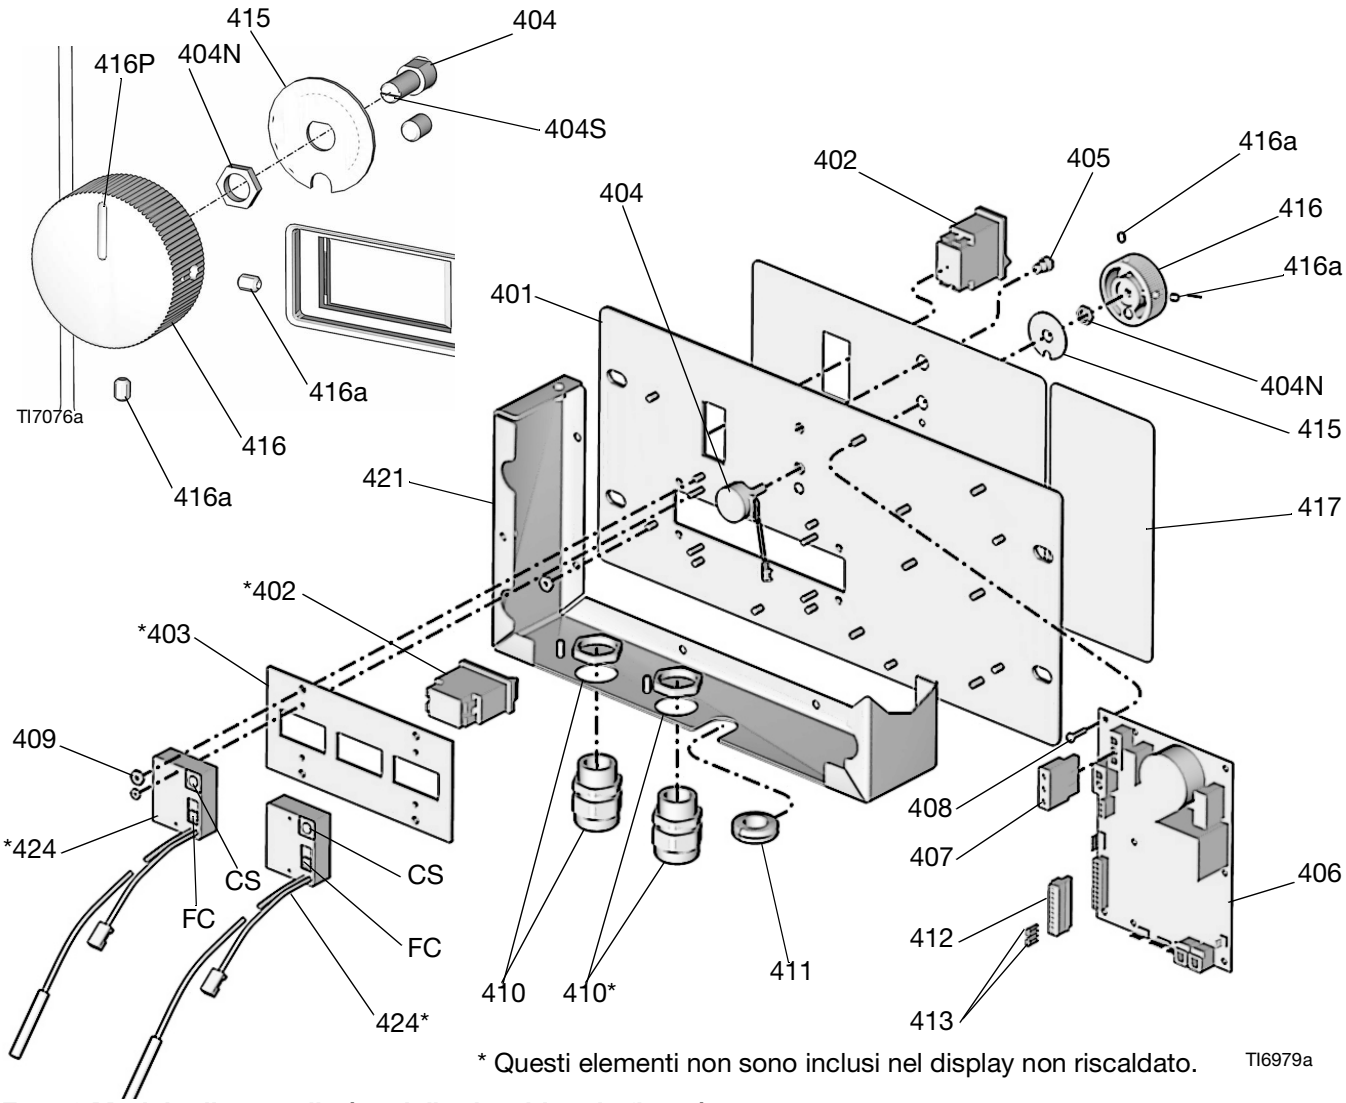
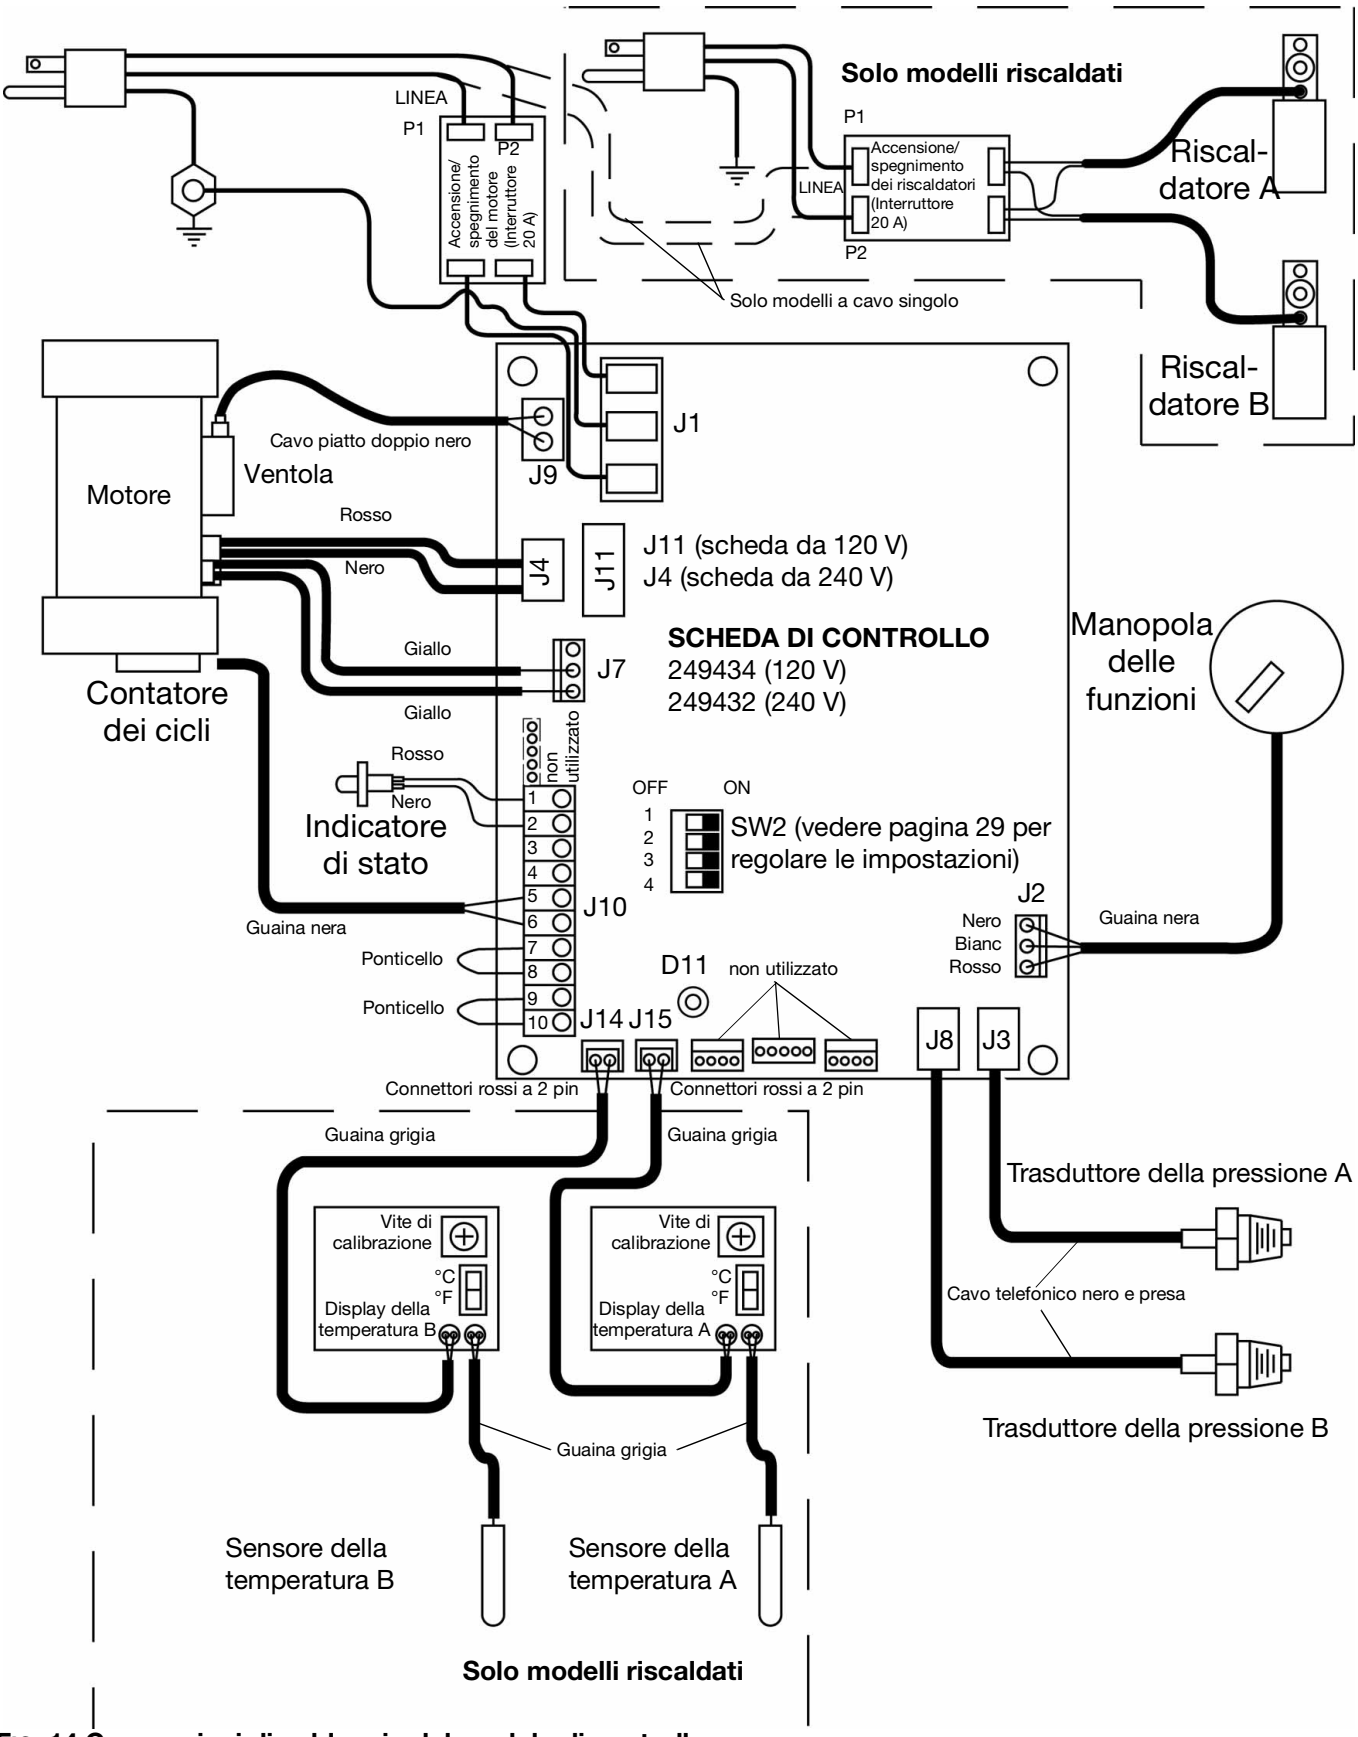

FIG. 13 Modulo di controllo (modello riscaldato in figura)
FIG. 14 Connessioni di cablaggio del modulo di controllo
2. Rimuovere il coperchio di accesso (39) dalla parte posteriore del modulo di controllo.
3. Vedere FIG. 13, pagina 39. Individuare l'interruttore scorrevole (FC) sul margine destro di ciascuna scheda del display della temperatura. L'unità viene fornita impostata su °F (basso). Per passare a °C, spostare entrambi gli interruttori verso l'alto.
1. Rimuovere il coperchio di accesso (39) dalla parte posteriore del modulo di controllo.
2. Vedere FIG. 13, pagina 39. Individuare la vite di calibrazione (CS) nell'angolo superiore destro di ciascuna scheda del display della temperatura. Ruotare leggermente la vite per correggere il display della temperatura.
3. Rimuovere il coperchio di accesso (39) dalla parte posteriore del modulo di controllo.
4. Scollegare i fili del potenziometro da J2 sulla scheda di controllo (406). Vedere FIG. 14, pagina 41.
5. Vedere FIG. 13. Rimuovere le due viti di regolazione (416a) ed estrarre la manopola delle funzioni (416) dall'albero del potenziometro (404).
6. Rimuovere il dado (404N) e la piastra di ritenzione (415).
7. Installare un nuovo potenziometro (404) seguendo l'ordine inverso. Posizionare il potenziometro in modo che la fessura (404S) risulti orizzontale. Posizionare la manopola (416) in modo che il puntatore (416P) sia rivolto verso l'alto. Installare la manopola sull'albero in modo che la fessura (404S) si incastri nel perno di allineamento della manopola. Spingere la manopola sull'albero contro la molla di ritenzione prima di serrare le viti di regolazione (416a).
8. Ricollegare i fili del potenziometro a J2 come illustrato in FIG. 14, pagina 41.
Sulla scheda è presente un LED rosso (D11). L'alimentazione deve essere attivata per eseguire il controllo. Vedere FIG. 14 per la posizione.
Tabella 6: Connettori della scheda di controllo (vedere FIG. 14)
3. Rimuovere il coperchio di accesso (39) dalla parte posteriore del modulo di controllo per esporre la scheda di controllo (406).
4. Scollegare i cavi del trasduttore dai connettori J3 e J8 sulla scheda. Vedere FIG. 14, pagina 41. Invertire le connessioni A e B e verificare che il codice di stato segua il trasduttore guasto. Vedere **Codice di stato 3: Guasto trasduttore A**, pagina 30.
9. Collegare il cavo del trasduttore alla scheda; vedere FIG. 14, pagina 41.
Se il motore non è bloccato dalle pompe, è possibile collaudarlo utilizzando una batteria da 9 V. Aprire le valvole di ricircolo, scollegare J4 o J11 dalla scheda di controllo, vedere FIG. 14, pagina 41. Accostare i ponticelli dalla batteria alle connessioni del motore. Il motore deve girare lentamente e in modo uniforme.
a. Individuare la scheda di controllo sulla parte posteriore del modulo di controllo, vedere FIG. 14, pagina 41.
1. Scollegare il cavo della ventola (37) da quest'ultima (202). Con il motore acceso, testare la tensione di linea (120 V o 240 V) del connettore del cavo.
2. **Se la tensione è corretta:** la ventola è difettosa. Rimuovere le viti che fissano la ventola allo schermo (206). Installare una nuova ventola nell'ordine inverso.
3. **Se la tensione non è corretta:** verificare la connessione del cavo della ventola su J9 sulla scheda di controllo; vedere FIG. 14, pagina 41.